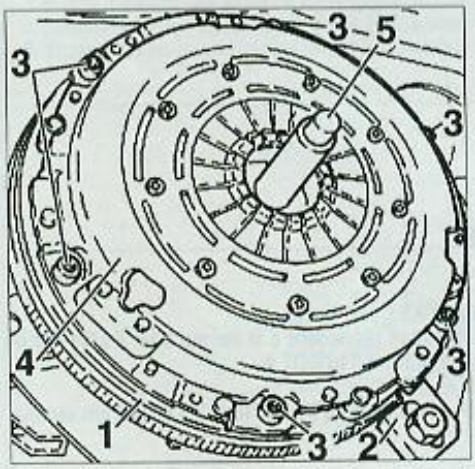

FIG. 1
- Outil de blocage [2] du volant moteur (ref. Alfa : 1860846000) (Fig.1).
- Centreur [5] pour le remontage du disque d'embrayage (ref. Alfa : 1870447000) (Fig.1).
• Bloquer le volant moteur (1) à l'aide de l'outil [2] (Fig.1).